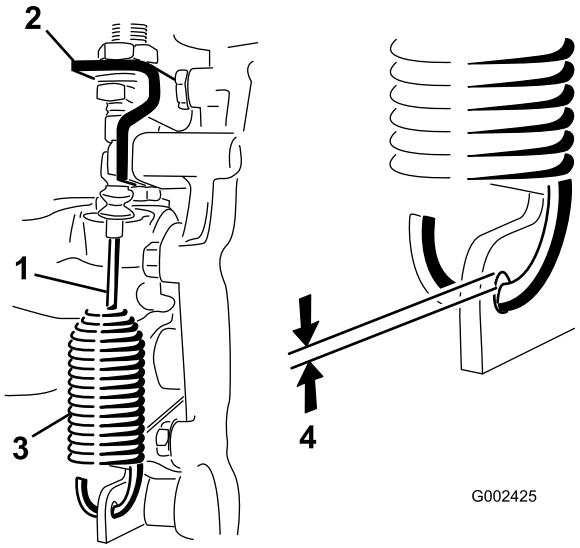

Figuur 53
2. Draai de contramoeren los waarmee de kabel van de differentieelvergrendeling vastzit aan de beugel op de transaxle (Figuur 53).